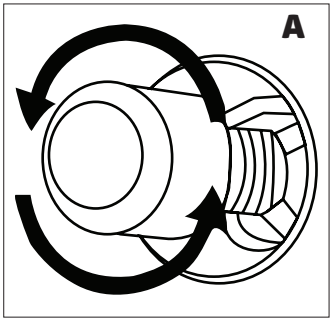

Figura 30
**3.** Quindi rimuovere la lampadina del forno ruotandola (Vedere figura 30) se di tipo **A**, o tirandola (Vedere fig. 31) se di tipo **B**.